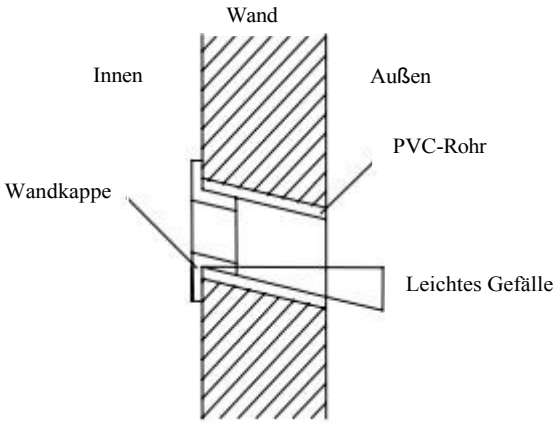

Abb. 5
- Bohren Sie Löcher wie in Abb. 5 gezeigt. Das Loch mit einem Durchmesser von 80 mm sollte leicht nach außen hin abfallen.
- Schneiden Sie die PVC-Rohre in einem leichten Winkel auf eine Länge zu, die kürzer als die Wandstärke ist, und setzen Sie sie in das Loch ein (Abb. 5).